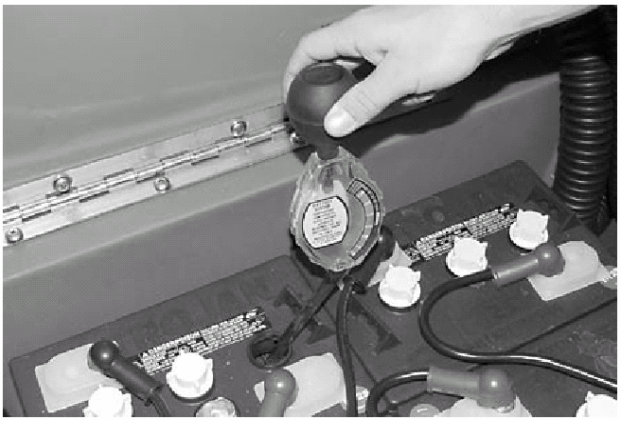

図42
1. 充電後、比重計を使用して各バッテリーセルの比重を測定します（図42）。比重が他のセルに比べて0.050以上低いセルは、破損もしくはショートしているか、または破損寸前の状態にあります。比重計の数値を以下の表と対照させて、バッテリーの充電レベルを確認してください。